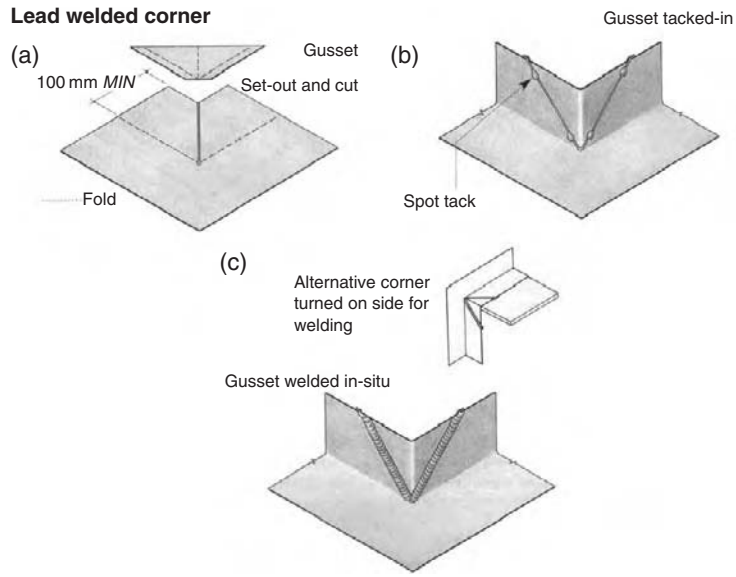

Figure 10.7 *(a)–(c) Setting out for an external corner for welding (Reproduced with permission of Lead Sheet Association)*
For an external corner, referring to Figures 10.7 (a)–(c):
- The lead sheet is set out, as in Figure 10.7 (a). The Figure 10.7 (a) shows the setting out for a flat roof; for a pitched roof the shape of the gusset will vary depending on the pitch of the roof.
- The sides are turned, the gusset folded and then welded using an inclined lap seam if welded in position or a flat lapped seam if working on the bench, as shown in Figures 10.7 (b) and 10.7 (c).